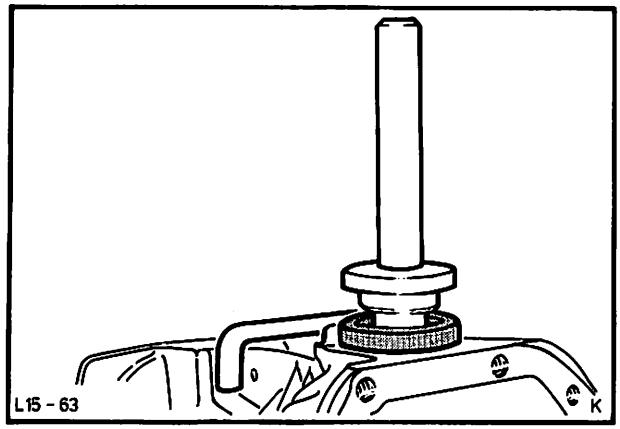

Abb. 92 Radialdichtring mit Spezialwerkzeug 15-015 einpressen
52. Radialdichtring – Antriebswellenflansche zwischen Dicht- und Staublippe mit Fett bestreichen (FORD-Spezifikation S-M1C 75 A) und mit Spezialwerkzeug 15-015 einpressen, Abb. 92.